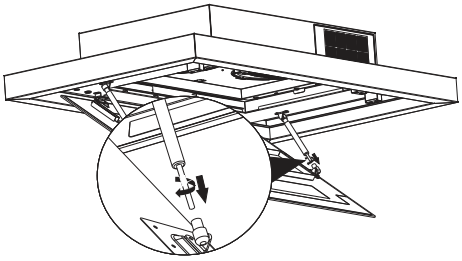

Abb. 14
6. Schließen Sie die Gasdruckdämpfer wieder an, indem Sie die in Pfeilrichtung drehen (Abb. 14).